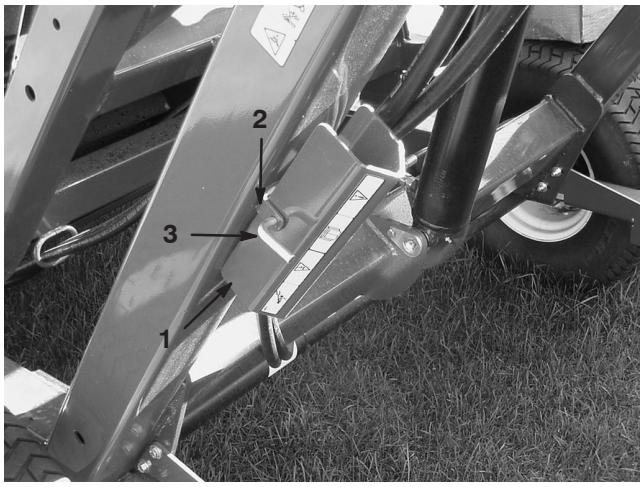

Figure 36
2. Retirez la goupille fendue et la goupille de fixation du support de sécurité au support de rangement sur le châssis de la balayeuse (Fig. 36). Retirez le support de sécurité.